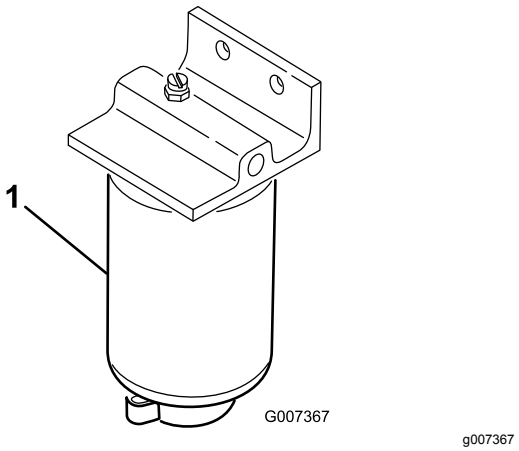

Figura 38
1. Mettete un contenitore pulito sotto il filtro del carburante (Figura 38).
2. Pulite l'area di montaggio del filtro (Figura 38).